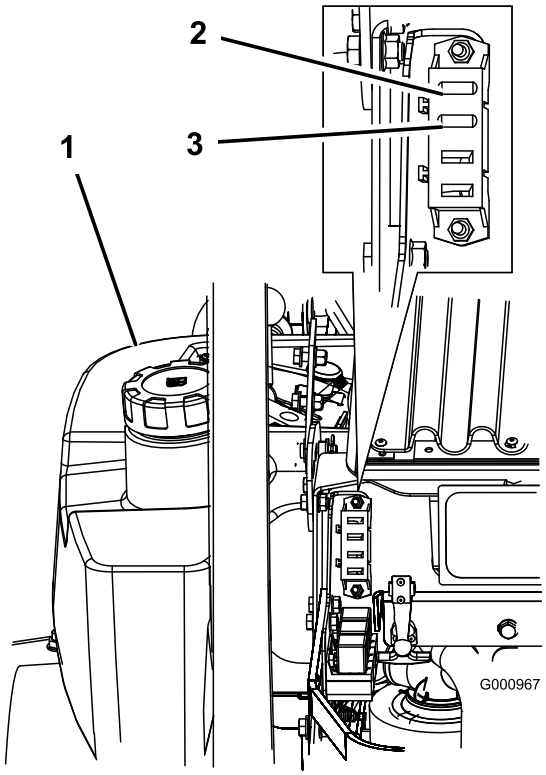

Figur 46
1. Hev motorpanseret for å få tilgang til sikringsholderen (Figur 46).
3. Sett inn en ny sikring (Figur 46).